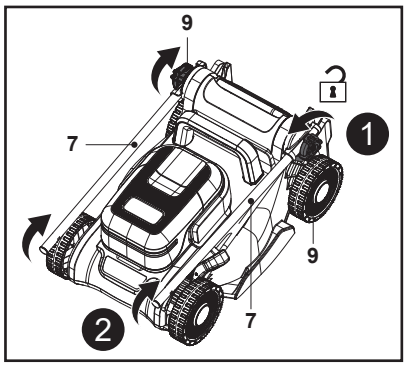

Fig. 1
2. Desaperte o botão de bloqueio (9) para a esquerda, sem o remover, e, em seguida, desdobre o guiador inferior (7) (Fig. 1, passos 1, 2)